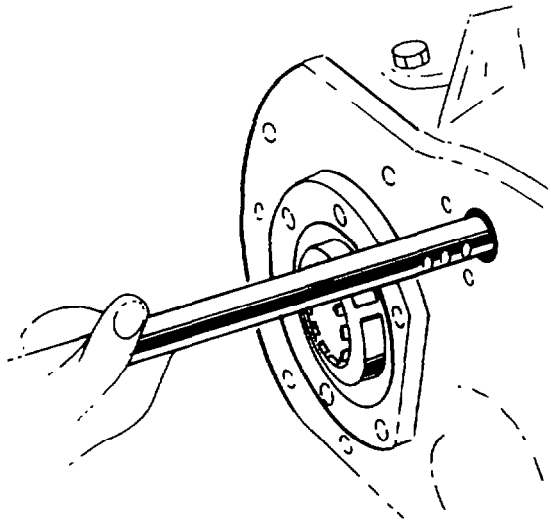

Fig. 248 — Installing Selector Shaft
j. Turn the transfer case to the horizontal position. Start the selector shaft in the hole provided in the front of the case. Advance the shaft through the hub of the fork, then install the fork locating screws and torque to 47 – 61 Nm (35 – 45 lb.ft) (see fig. 248).